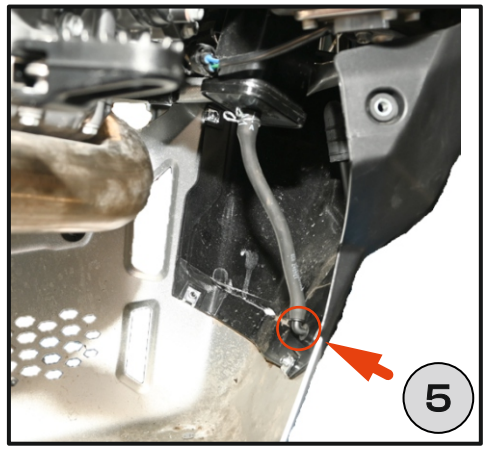

Fig. 6
5. Remove the breather hose – disconnect it. **[Fig. 6]**